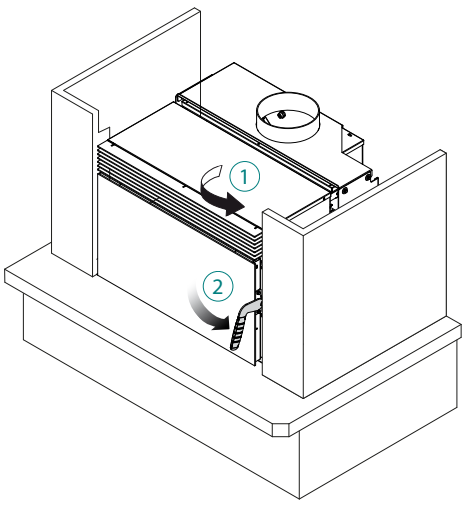

Abb. 6.1.14
14) Schließen Sie die Tür (Abb. 6.1.14)